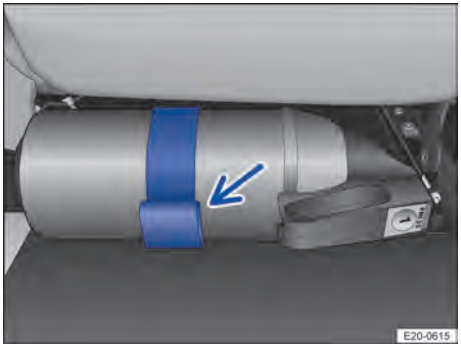

**Fig. 42** Debajo del asiento del acompañante: soporte con extintor (representación esquemática).
1. Abra la lengüeta del soporte y retire el extintor → fig. 42 (flecha).